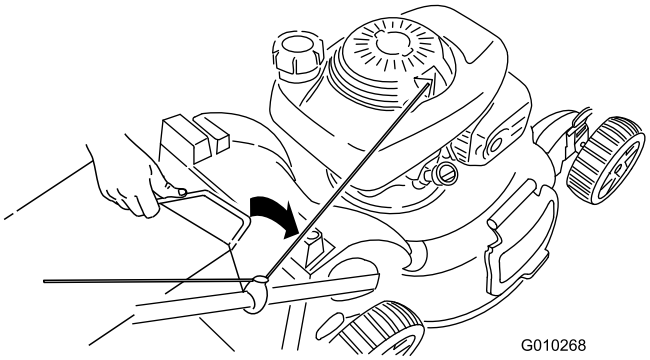

Figuur 29
3. Schuif de hendel van de grasvanger in de groeven bovenop de maaimachine (Figuur 29).